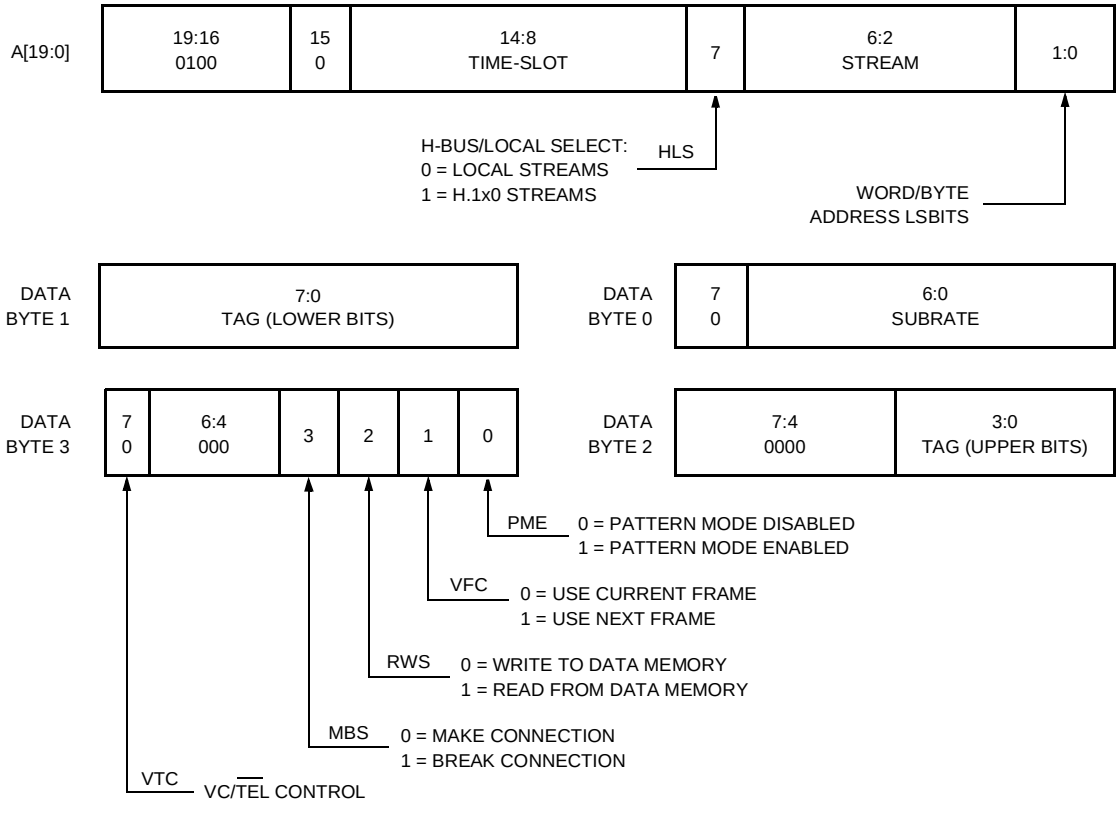
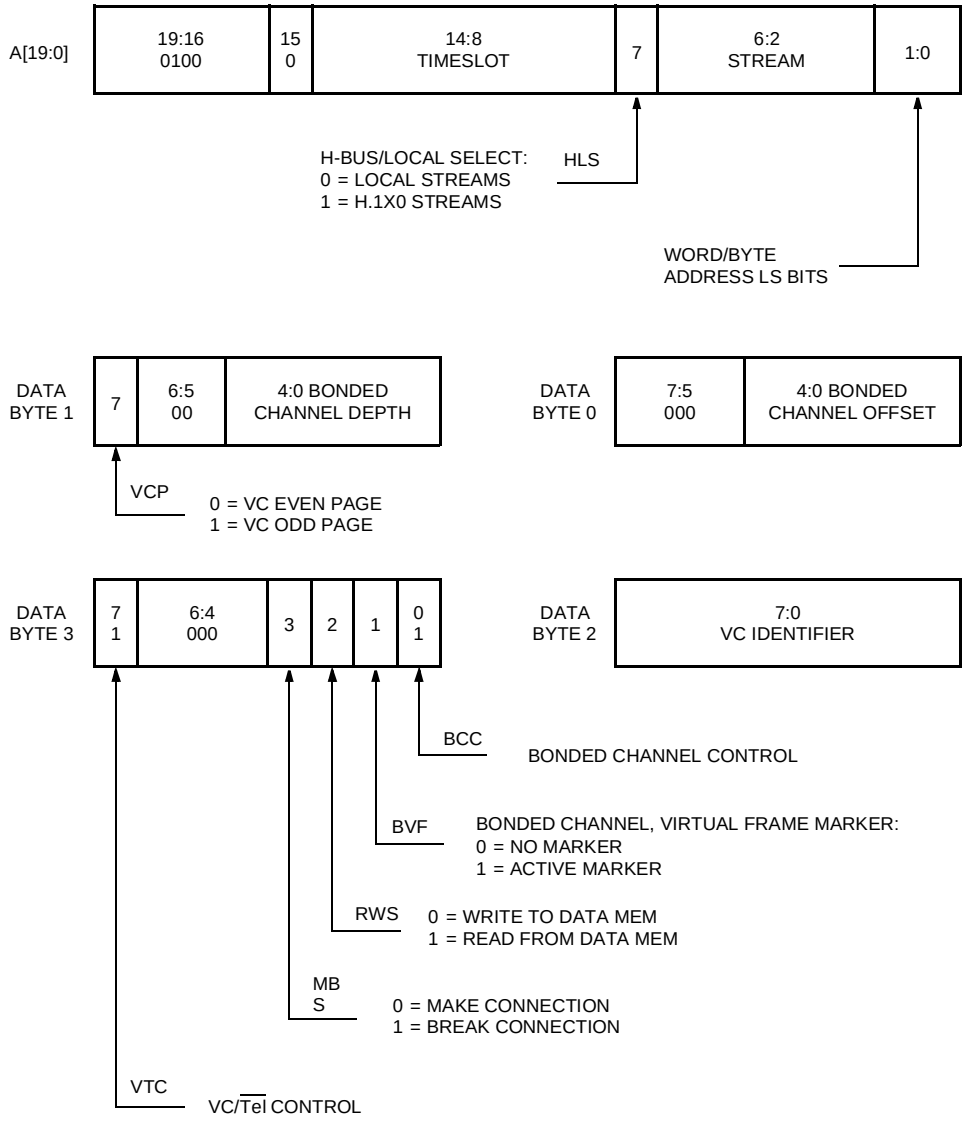

Figure 43. Microprocessor Programming—Make/Break/Query Telephony Connections
Figure 45. Microprocessor Programming—Make/Break/Query Virtual Channel Bonded Connection
- MAKE/BREAK/QUERY, telephony connection (see Figure 43 on page 141).
- MAKE/BREAK/QUERY, virtual channel bonded connection* (see Figure 45 on page 143).
Note: Data byte n required information is shown in Figure 43—Figure 45.
For standard telephony switching connections, the connection memory locations contain one-half simplex switch control information (refer to Figure 36 on page 137 and Figure 43 on page 141), as follows:
Standard telephony switching is achieved by loading control fields into the connection memory for one-half simplex connections (refer to Figure 36 on page 137, Figure 43 on page 141, and Section 14.2.1.1 on page 146).